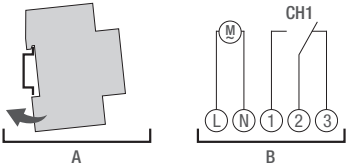

Fig. 4: Montaje en carril DIN y esquema de conexiones
1. Coloque el interruptor horario de carril DIN desde arriba en el carril DIN (fig. 4/A) y apriete hacia atrás hasta que quede encajado.
2. Instale el interruptor horario de carril DIN según el esquema de conexiones (fig. 4/B) (utilice cables con secciones de 1 mm² a 2,5 mm²).